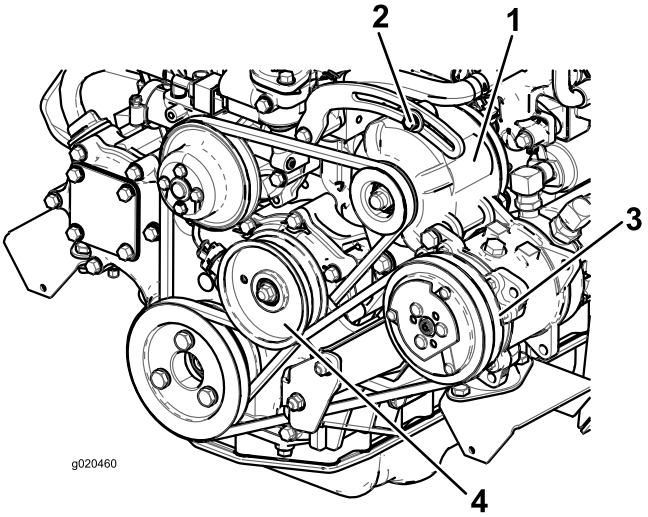

Рисунок 68
Через каждые 100 часов работы проверяйте состояние и натяжение ремня (Рисунок 68).
2. Если прогиб не равен 10 мм, ослабьте болты крепления генератора (Рисунок 68). Увеличьте или уменьшите натяжение ремня и затяните болты. Снова проверьте прогиб ремня, чтобы убедиться в том, что натяжение правильно.
2. Если прогиб не равен 10 мм, ослабьте болт крепления натяжного шкива (Рисунок 68). Увеличьте или уменьшите натяжение ремня компрессора и затяните болт. Снова проверьте прогиб ремня, чтобы убедиться в том, что натяжение правильно.